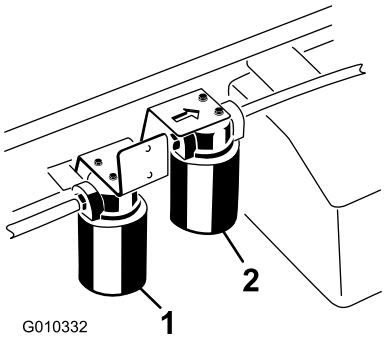

Bild 69
5. Stellen Sie eine Auffangwanne unter den Filter und entfernen den Filter (Bild 69).
4. Reinigen Sie den Anbaubereich des Hochflussfilters (Bild 69).